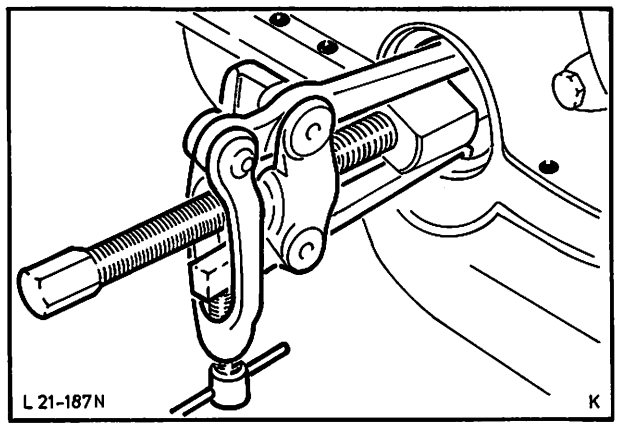

Abb. 284 Radialdichtring mit Spezialwerkzeug 15-048 und Zusatzstück 15-048-01 ausbauen
2. Kühler ausbauen (4 Schrauben), Lichtmaschine lösen, zur Seite schwenken und Keilriemen abnehmen. Riemenscheibe-Kurbelwelle abbauen (1 Schraube). Radialdichtring mit Spezialwerkzeug 15-048 und Zusatzstück 15-048-01 herausziehen, Abb. 284.